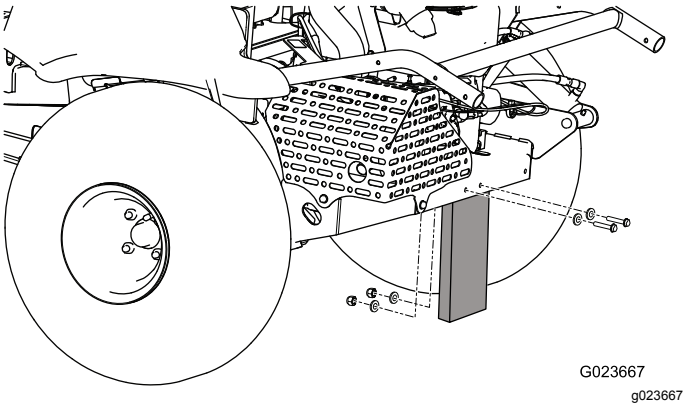

Figur 3
2. Ta bort de muttrar, skruvar och brickor som fäster transportbrädan bak på maskinen (Figur 3).